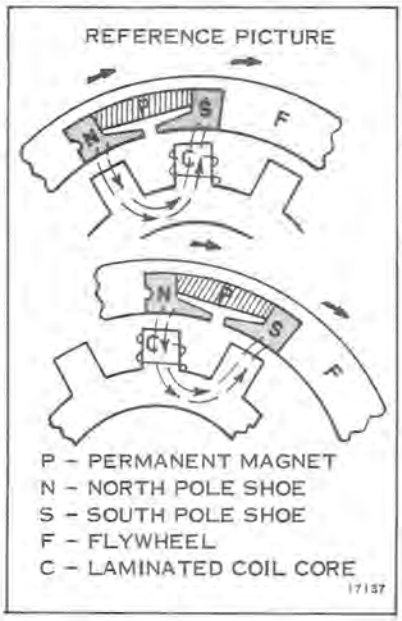

Figure 3-7
The flywheel rotates around the stator and charge coil assembly. (See Figure 3-7.) The magnets in the flywheel and the (2) charge coils generate a voltage. This voltage (AC) flows into the Power Pack RB. Here it is changed to DC and stored in a capacitor. At the same time the sensor magnet rotates by the ignition sensor coil and a smaller AC voltage is generated. This smaller voltage flows into Power Pack RB and causes an electronic switch in Power Pack RB to turn on allowing the voltage stored in the capacitor to discharge into the primary of the ignition coil. If the engine speed should reach approximately 7300 RPM, the built in overspeed protection with Power Pack RB will cause the second SCR to conduct continuously.